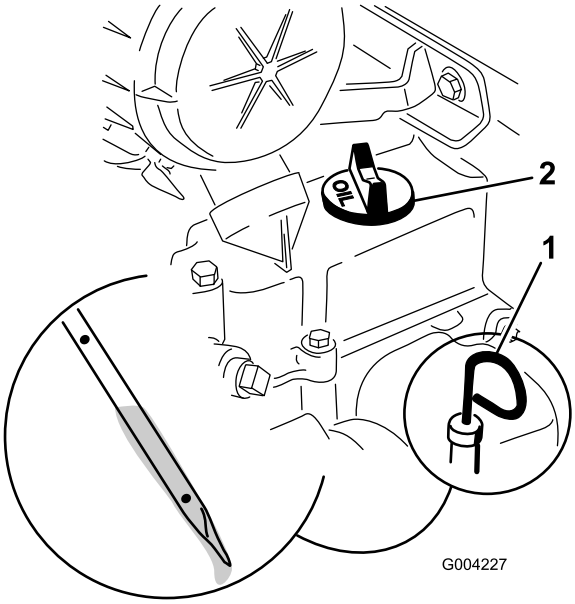

Figuur 15
3. Als het oliepeil te laag is, moet u de vuldop (Figuur 15) losmaken van het klepdeksel en voldoende olie bijvullen totdat het peil de Vol-markering op de peilstok bereikt.